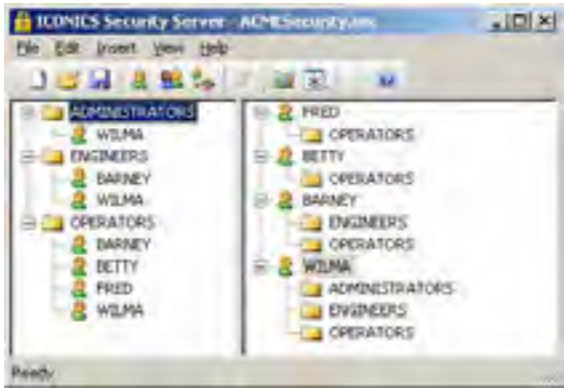

Figure L16.10 - User and Group Associations
11. The final user and group configuration should now look like the one shown in Figure L16.10.